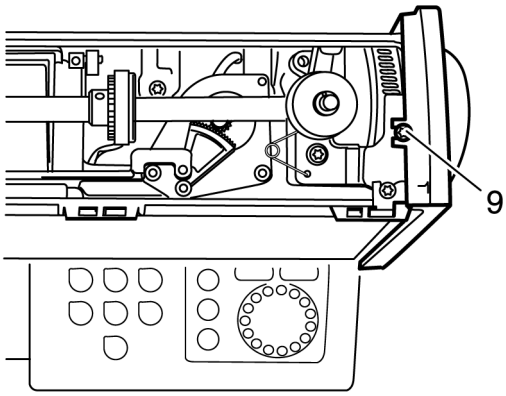

Рис. 8
- Ослабьте крепежный винт 9 крышки стойки машины (рис. 8).